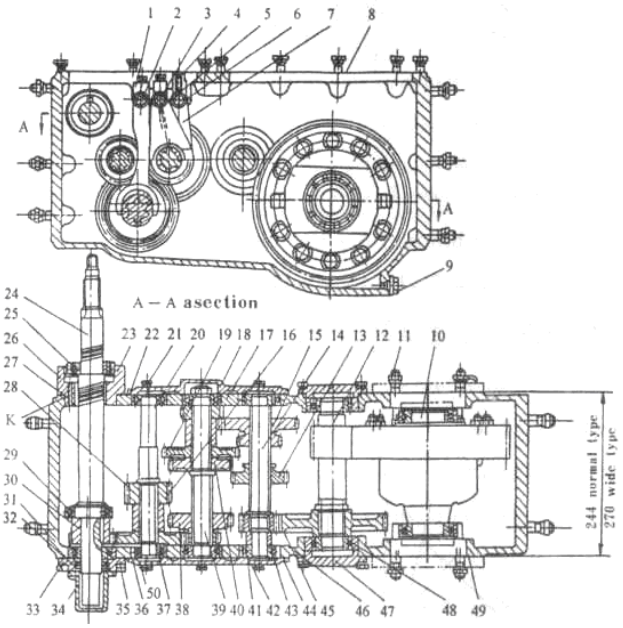
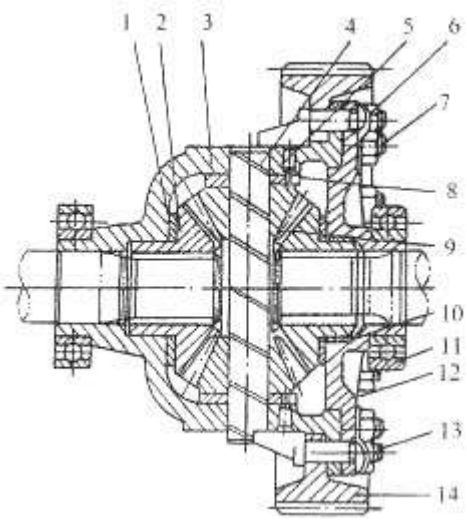
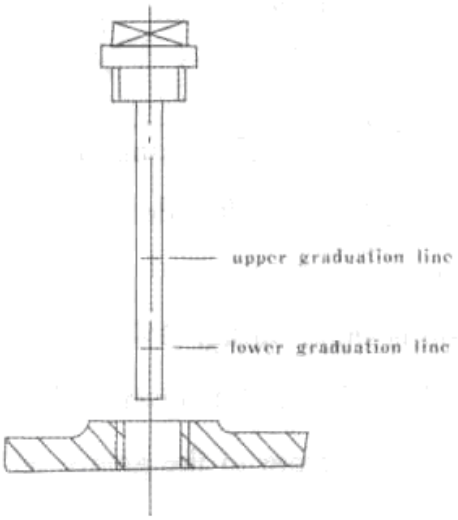

Рис. 3-4 Коробка передач
Рис. 3-6 Дифференциал
Рис. 3-9. Щуп коробки передач.
Данная коробка передач состоит из переключателя передач, редуктора, дифференциала и механизма управления. В коробке передач находится 6 валов, расположенных перпендикулярно. (рис. 3-4)
Дифференциал (рис. 3-6) поддерживается на корпусе коробке передач двумя подшипниками (6210) с глубокими пазами в трубку полуоси.
Шестерни, подшипники и другие движущиеся детали смазаны разбрызгиваемой смазкой. Слишком низкий уровень масла снизит эффект смазывания. Слишком высокий уровень масла увеличит сопротивление среды и приведет к повышению температуры масла. Нормальный уровень масла должен быть в пределах двух уровней на щупе (рис. 3-9). На первом вале имеется масляный шлиц головки на двух сторонах правого конца подшипника (рис. 3-4), чтобы не допустить вытекание масла из вала. Масло выталкивается шлицом головки обратно в коробку передач через возвратное отверстие К. Масло циркулирует постоянно во время работы, чтобы производить смазку подшипников.
(1) Зазор шестерни первого вала выставляется при помощи изменения толщины картонной прокладки 23 или 33 (рис. 3-4); зазор шестерни V вала выставляется при помощи изменения толщины картонной прокладки 46.
(2) Зазор шестерни II, III, IV валов выставляется при помощи изменения (или замены) толщины втулок 16 и 43;
(3) Зазор шестерни дифференциала регулируется при помощи изменения толщины картонной прокладки 49. Зазор планетарной шестерни дифференциала 9 и шестерни полуоси 2 регулируется при помощи изменения (или замены) толщины прокладки 8 и втулки 10 (см. рис. 3-6). Зазор нового трактора отрегулирован правильно.